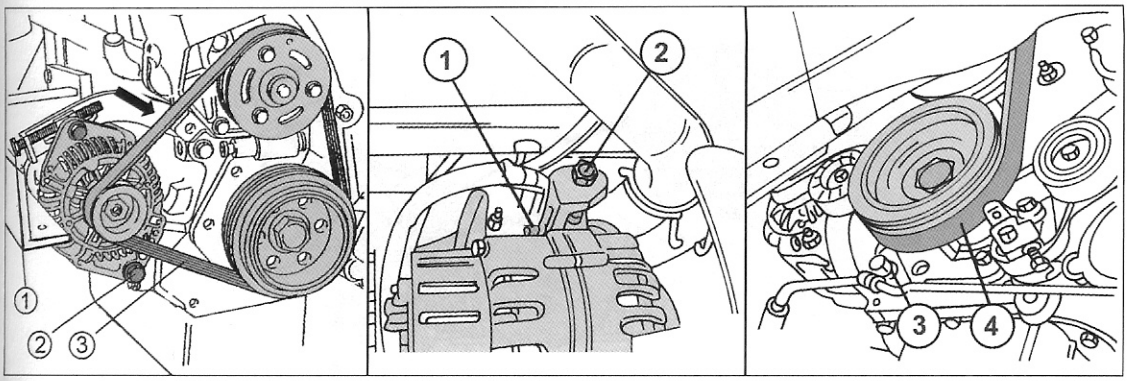

Bild 140
- Auf die Verlegung des Riemens achten. Falls dieser wie in Bild 140 befestigt ist, die beiden Schrauben (1) und (2) lösen, die Lichtmaschine nach innen drücken und den Riemen (3) abnehmen. Falls dies nicht der Fall ist, die Schrauben (1) und (2) in Bild 140 in der mittleren Abbildung lockern, die Schraube (3) im rechten Bild lösen und den Riemen (4) abnehmen.
- Den neuen Riemen auf die drei in Bild 140 gezeigten Riemenscheiben auflegen. Kontrollieren, dass er einwandfrei in den Rillen der verschiedenen Riemenscheiben sitzt, die Lichtmaschine nach außen bewegen und die Schraube (2) in der linken Ansicht von Bild 140 vorübergehend festziehen.
- Das in Bild 126 gezeigte Messinstrument (wie es beim Zahnriemen benutzt wird) an der Pfeilstelle in Bild 140 (linkes Bild) ansetzen und die Schraube (1) im Bild anziehen, bis die richtige Spannung an der Skala des Messinstruments angezeigt wird. Bei der anderen Ausführung die Schraube (2) im mittleren Bild anziehen. Bei einem neuen Riemen liegt diese bei 122 SEEM-Einheiten (± 22 SEEM-Einheiten), beim Einbau eines bereits gelaufenen Riemens 69 SEEM (± 7 SEEM). Die Werte gelten bei allen Ausführungen. Nachdem die Spannung hergestellt wurde, die Schraube (2) mit 50 Nm anziehen (linke Ansicht) oder die Schraube (1) mit 20 Nm und die Schraube (3) mit 50 Nm anziehen (mittleres und rechtes Bild).